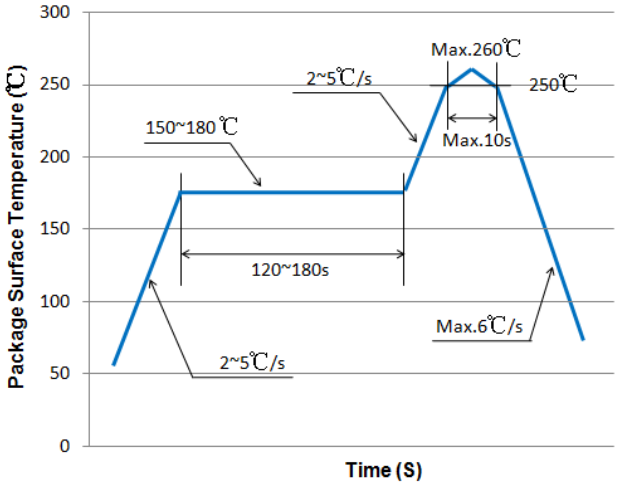

Figure 6: Recommended solder reflow profile
2. Recommended reflow profile for Pb free process is shown in Figure 6. The time duration of peak temperature (260℃) should be limited to 10 seconds.